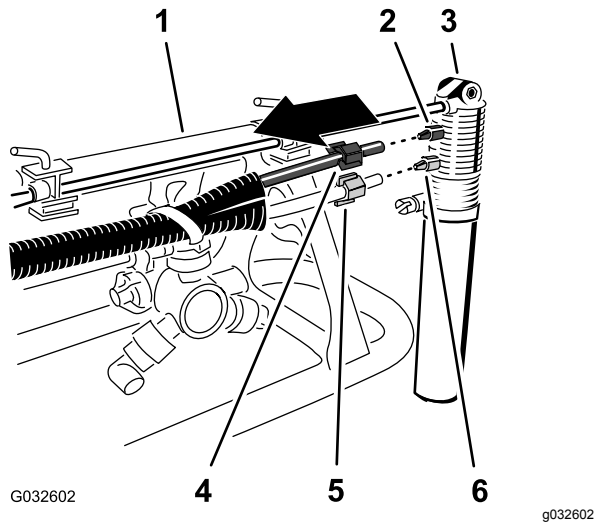

**Figur 11**
2. Ved skummarkørdysen løsnes kompressions-møtrikken, der fastgør det blå rør (vand) til skummarkørdysens blå kompressionsfitting (Figur 11).
3. Løsn kompressionsmøtrikken, der fastgør det gennemsigtige rør (luft) til den hvide kompressionsfitting på skummarkørdysen (Figur 11).
5. Fjern kompressionsmøtrikkerne for enden af rørene (Figur 11).